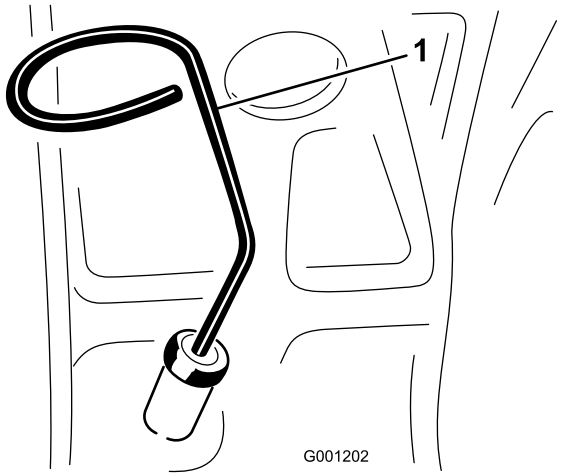

Figur 22
3. Ta ut peilestaven (Figur 22), tørk den ren og sett den tilbake på plass.